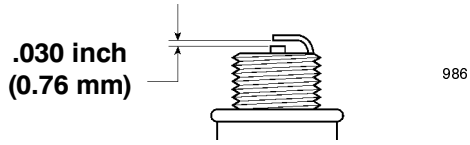

**Figure 29**
4. Set the gap on the new plug as shown in Figure 29.